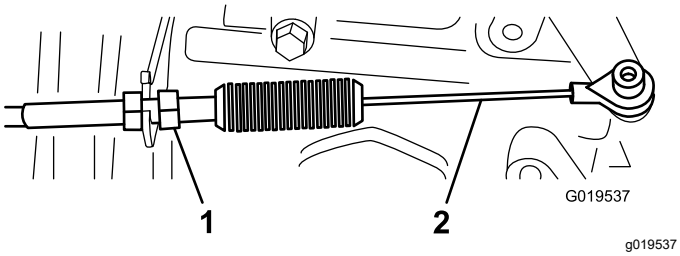
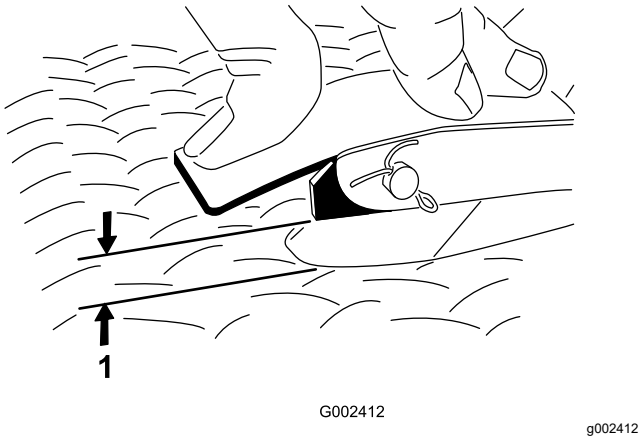

Figuur 67
Figuur 68
2. Stel de kogelverbinding op de gaskabel (Figuur 67) zo af dat er 2,54 tot 6,35 mm ruimte is tussen de arm van het gaspedaal en de bovenkant van het ruitprofiel op de vloerplaat (Figuur 68) wanneer u een druk van 11,3 kg uitoefent op het midden van het pedaal.
3. Draai de borgmoer aan (Figuur 67).